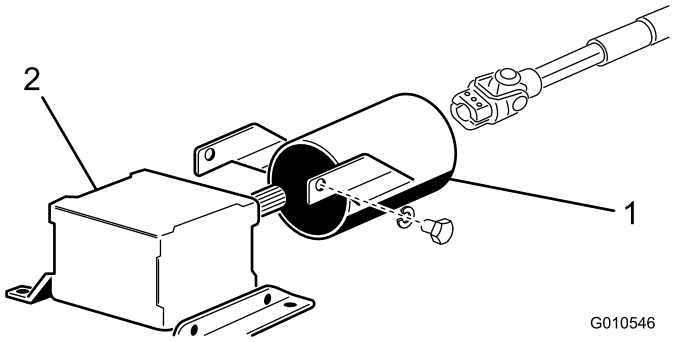

**Figure 7**
1. Enlevez les 2 vis et rondelles-freins qui fixent les supports du capot de PDF au boîtier d'engrenages (Figure 7).
2. Glissez le capot de protection sur l'arbre de PDF, en le positionnant comme illustré à la Figure 7.